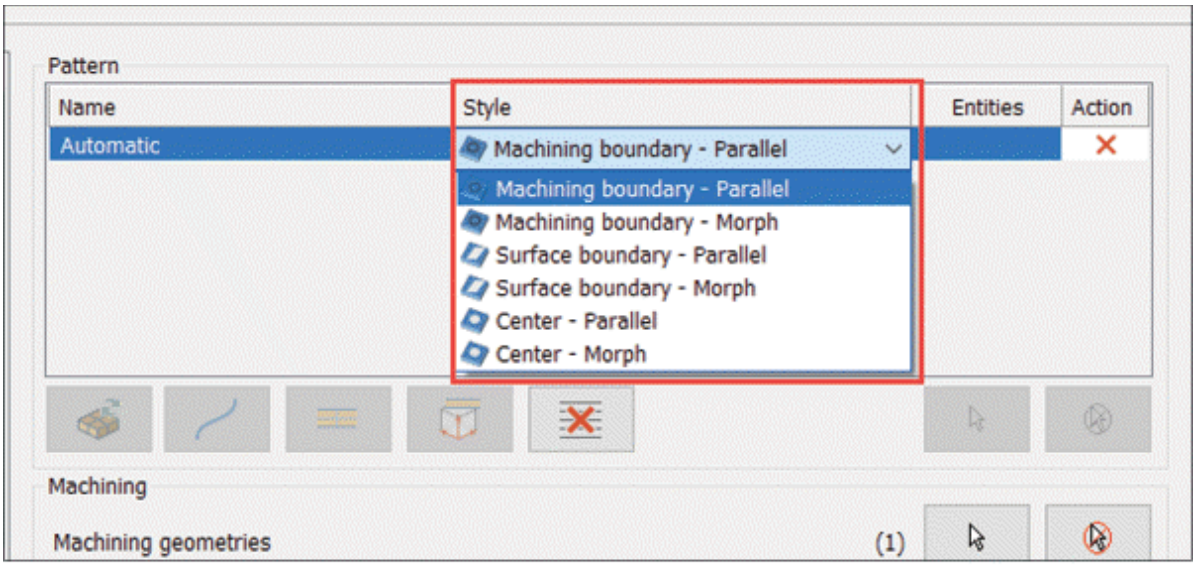
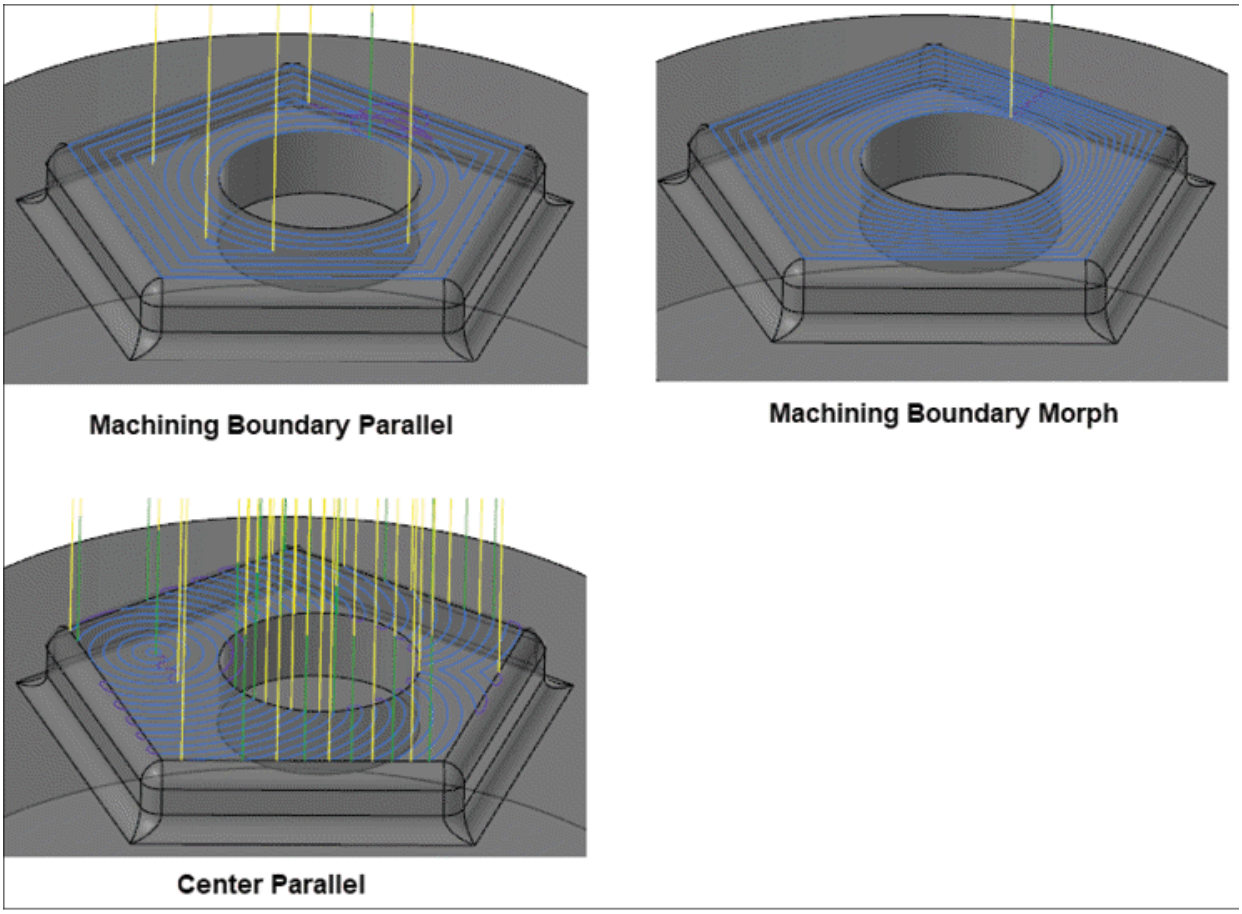

Figure-16. Style drop-down
Figure-17. Preview of Automatic pattern toolpaths
- Click in the **Style** drop-down to select cutting strategy; refer to Figure-16. Previews of some toolpaths for different automatic styles as shown in Figure-17.